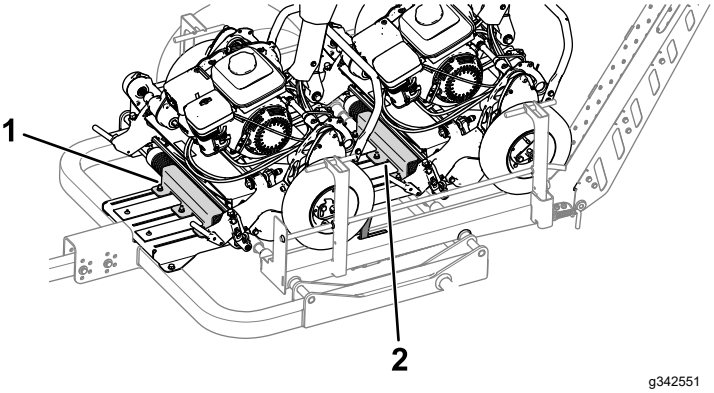

Figure 31
B. Slide back the rear roller mount (Figure 31) until it contacts the rear-machine front roller.
E. Slide back the front roller mount (Figure 31) until it contacts the front-machine front roller.